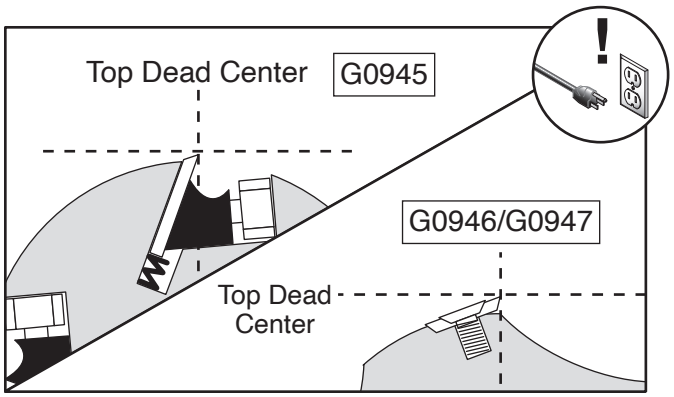

Figure 42. Cutterhead insert at TDC.
3. Place straightedge on outfeed table so it hangs over cutterhead, then use motor pulley to rotate cutterhead until knife/insert is at TDC (its highest point during rotation), as shown in **Figures 42–43**.